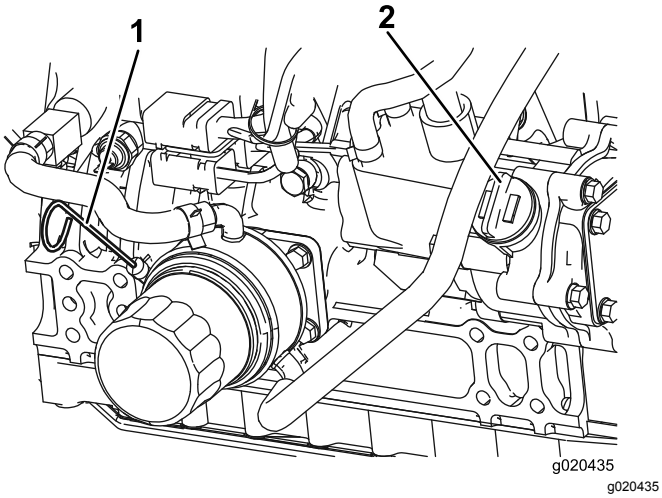

Figuur 73
3. Verwijder de peilstok uit de buis, veeg deze schoon en plaats de peilstok weer in de buis. Haal de peilstok er weer uit. Het oliepeil moet altijd tot aan de VOL-markering staan (Figuur 73).
4. Als het oliepeil beneden de VOL-markering staat, verwijdert u de vuldop (Figuur 73) en vult u bij met olie totdat het oliepeil de VOL-markering bereikt. **Niet te vol vullen.**